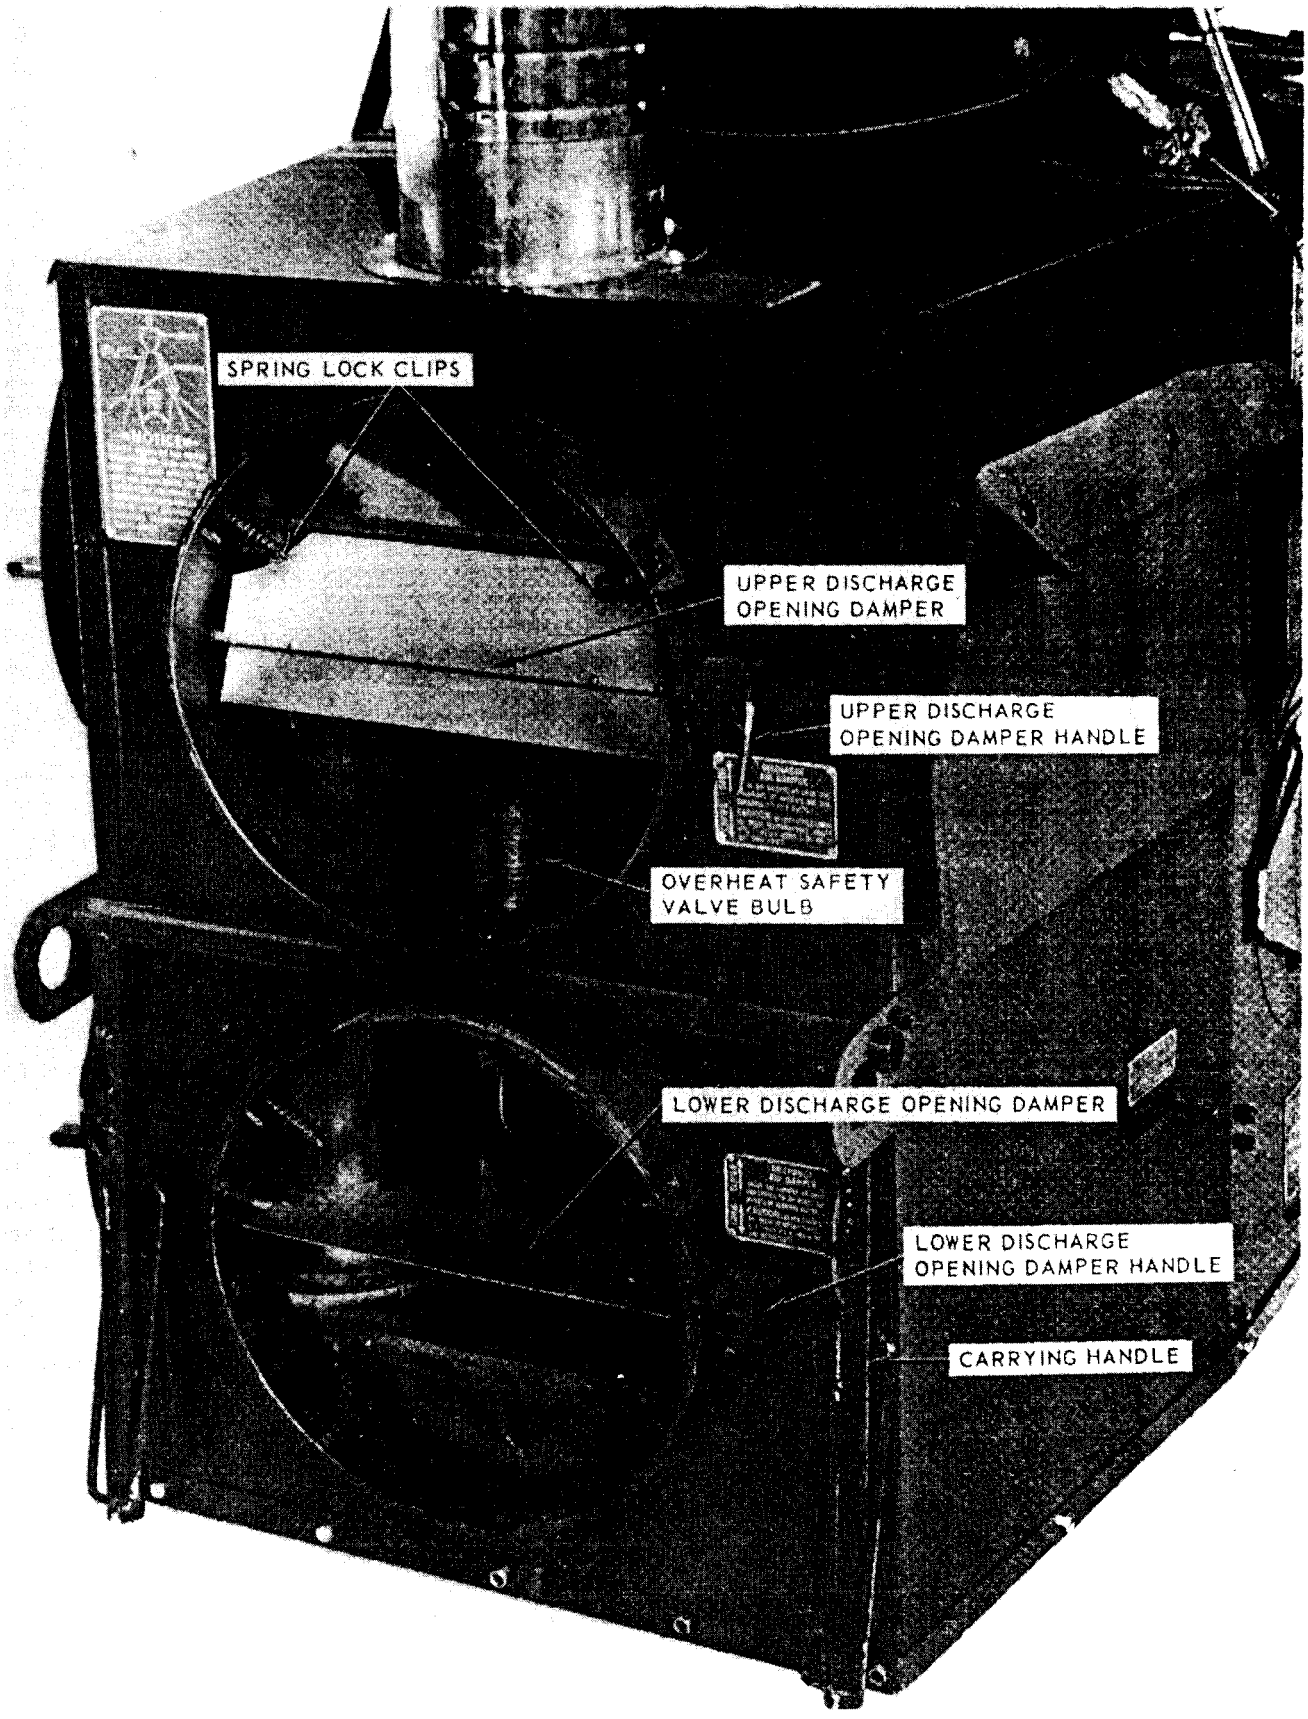
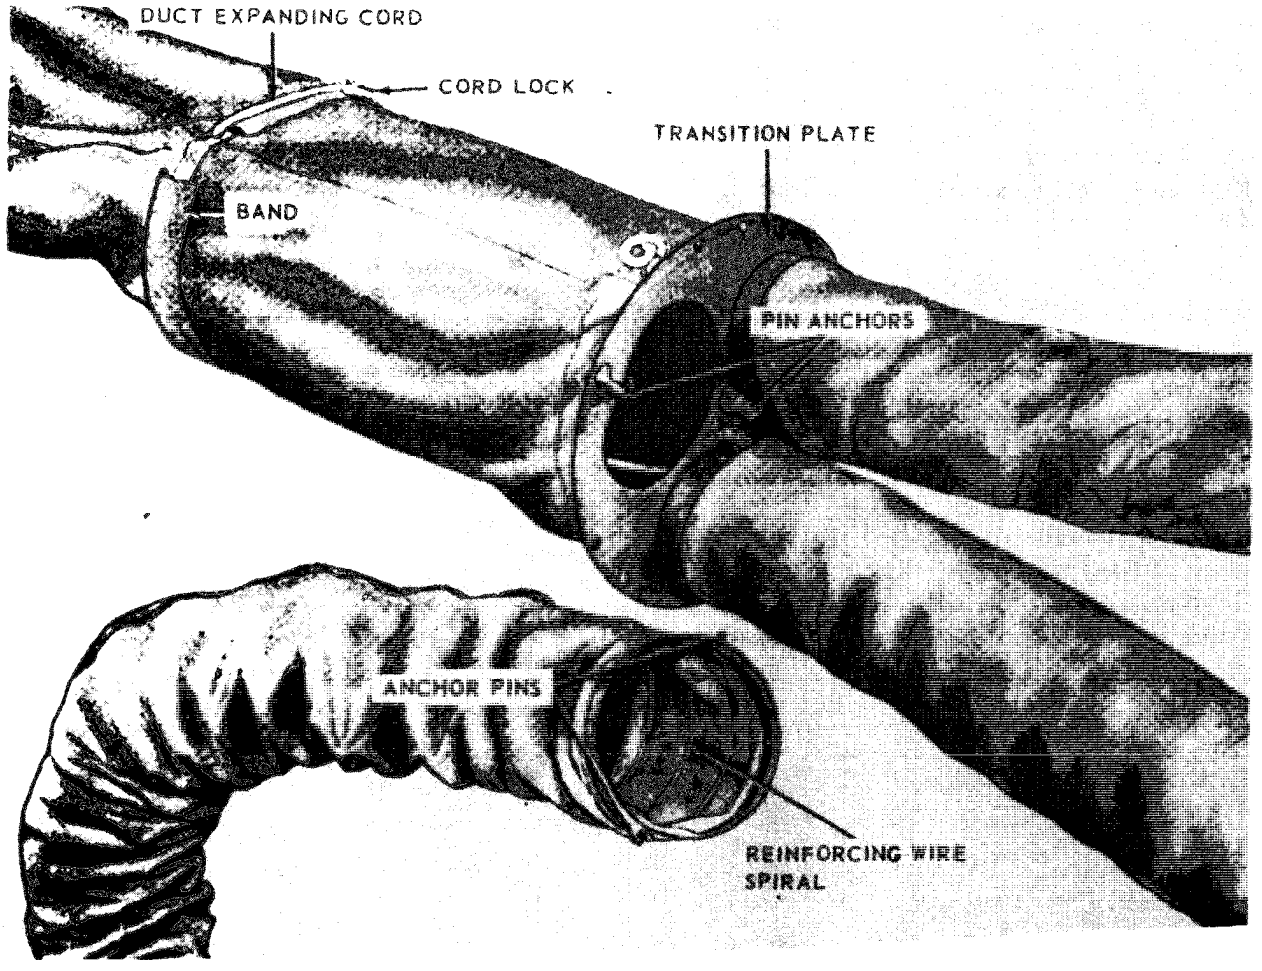

Figure 2-1. Discharge opening dampers.
Figure 2-3. Transition plate attached to canvas ducts.
f. Discharge Opening Damper Handles. The upper and lower discharge opening damper handles (fig. 2-1) are located on the right side of the upper and lower discharge opening dampers. Turn the handles toward each other to close the dampers and to restrict the flow of heated air from the unit, and turn them away from each other to open the dampers.
(1) Unroll a 12-inch duct and place it next to the discharge opening of the heater so the asbestos-lined end can be attached to the heater.
(2) Remove the nut, flatwasher, and lock-washer from each of the two duct band pins in the duct band of the lined end. Remove the two pins and store all these removed parts in the tool pouch.
(3) Pull out the two spring lock clips (fig. 2-1), built into the discharge opening collars, about an inch and turn the clips sideways to hold them out.
(4) Place duct band inside the discharge opening collar, fitting the duct anchoring pin into the hole at the bottom of the collar.
(5) Aline the spring lock clips with the holes in the duct band and then release the clips by turning them slightly.
(6) Round out the duct by pulling each of the six duct expanding cords out about 8 inches and by hooking the cords over the cord locks (fig. 2-3).
(7) Attach the second duct by repeating the procedures in (1) through (6) above.
(2) Release the duct expanding cord at the end of the 12-inch duct; rotate the plate until the three thumbscrews aline with the three holes in the duct band. Tighten thumbscrews securely.
(3) Fit the transition plate (fig. 2-3), with the flat side out, inside the duct band at the end of the 12-inch duct; rotate the plate until the three thumbscrews aline with the three holes in the duct band. Tighten thumbscrews securely.
(5) Select the end of the 6-inch duct that has two anchoring pins opposite each other in its flexible band.
(6) Squeeze the ends of the duct together and insert the anchor pins into the pin anchors (fig. 2-3) on the transition plate so that the duct is flush and tight with the transition plate.
(7) Repeat (5) and (6) above to attach two more 6-inch ducts to this transition plate.
(8) Repeat (1) through (7) above to attach the other transition plate and the remaining ducts.